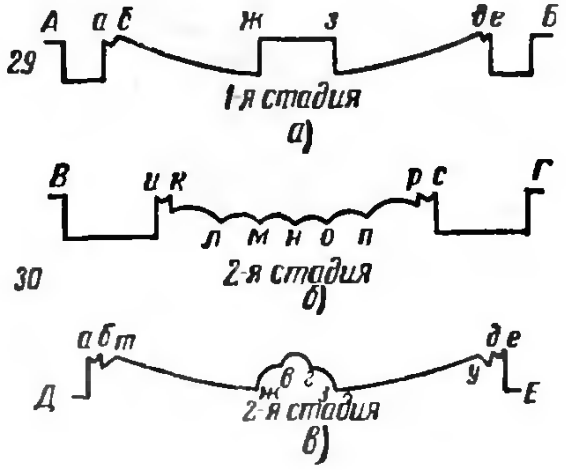

Рис. 65
На рис. 65 показаны основные стадии резьбы рис. 29 и 30 учебной доски. При резьбе используют стамески *№ 3. 4, 5, 6, 9, 11, 12,* нож *№ 3,* стержни *№ 2, 3, 4* для набивки «шагрени» и деревянный молоток.
5) стамесками *№ 9* и 11 вырезать на рис. 29 и 30 учебной доски поверхность внутри круга с диаметром *бд,* с углублением в направлении малого круга (рис. 65, *а).*
6) ножом *№ 3* вырезать на рис. 29 и 30 учебной доски канавку глубиной 1 *мм* по кругу с диаметром *ае.* Профиль канавки показан на рис. 65, а между точками *а* и б, *д* и *е.*
На рис. 65, б и в показаны профили звеньев розетки;
3) стамеской *№ 5* придать на рис. 30 учебной доски центру розетки форму, показанную на рис. 65, в между точками *ж, в, г, з;*